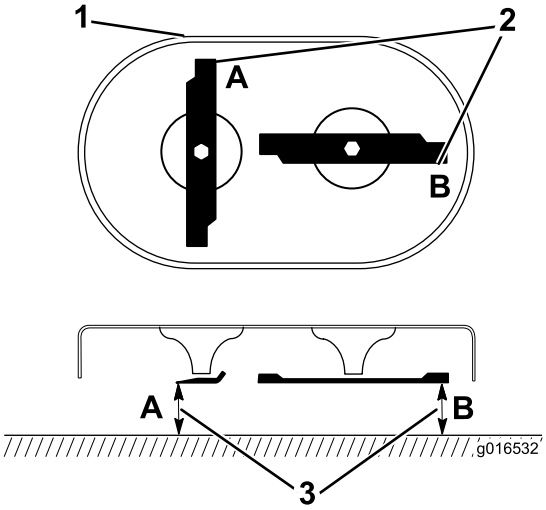

Figur 31
1. Drej knivene, indtil de er placeret som vist i Figur 31.
2. Mål fra en plan overflade til skærene ved punkt **A** og **B**, (Figur 31), og skriv begge målene ned.